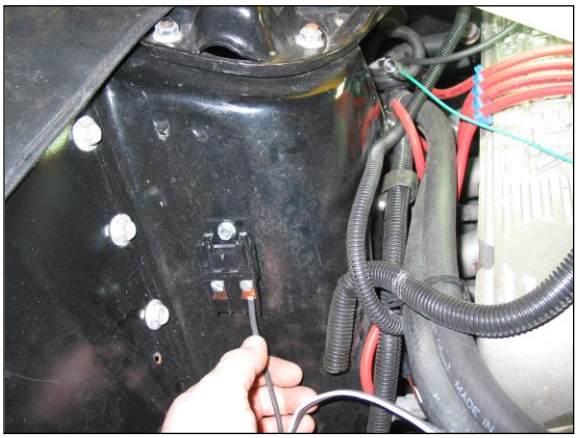

Figure 7-3 R.H. Shock Tower **Figure 7-4 Wire #916 Connection**
7.1.5 Locate the MIDI Fuse Base in the parts kit and attach it to the passenger side shock tower. **See Figure 7-3**